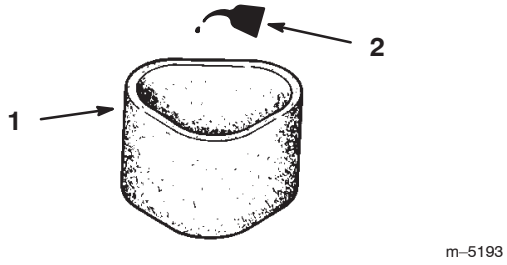

Figure 35
3. Put one or two ounces of oil on the element (Fig. 35). Squeeze the element to distribute the oil.